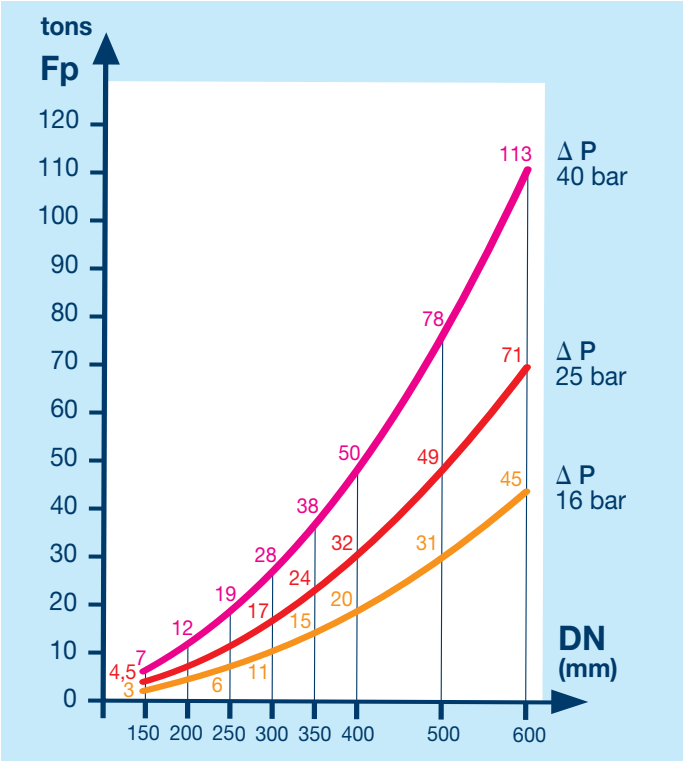

Figure 1
- Avec l'augmentation du diamètre et à pression constante, la force avec laquelle la sphère est appliquée contre l'élément d'étanchéité augmente en pression quadratique (voir fig. 1 selon formule ci-dessous)